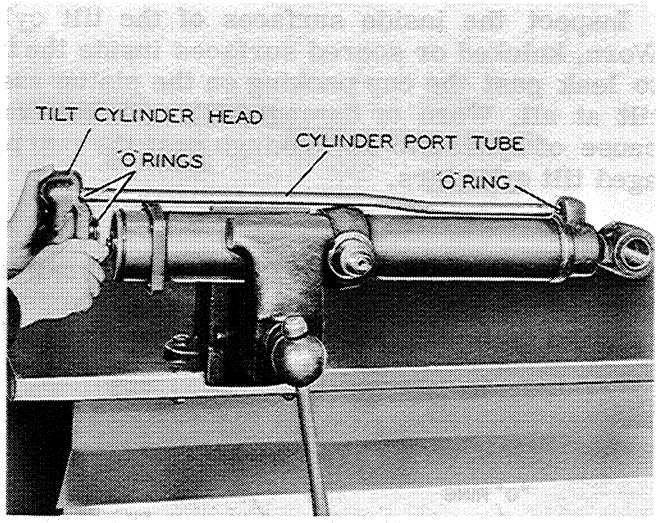

Figure A-32
3. Remove the tilt cylinder head and the cylinder port tube, Figure A-32, taking care not to damage the "O" rings.